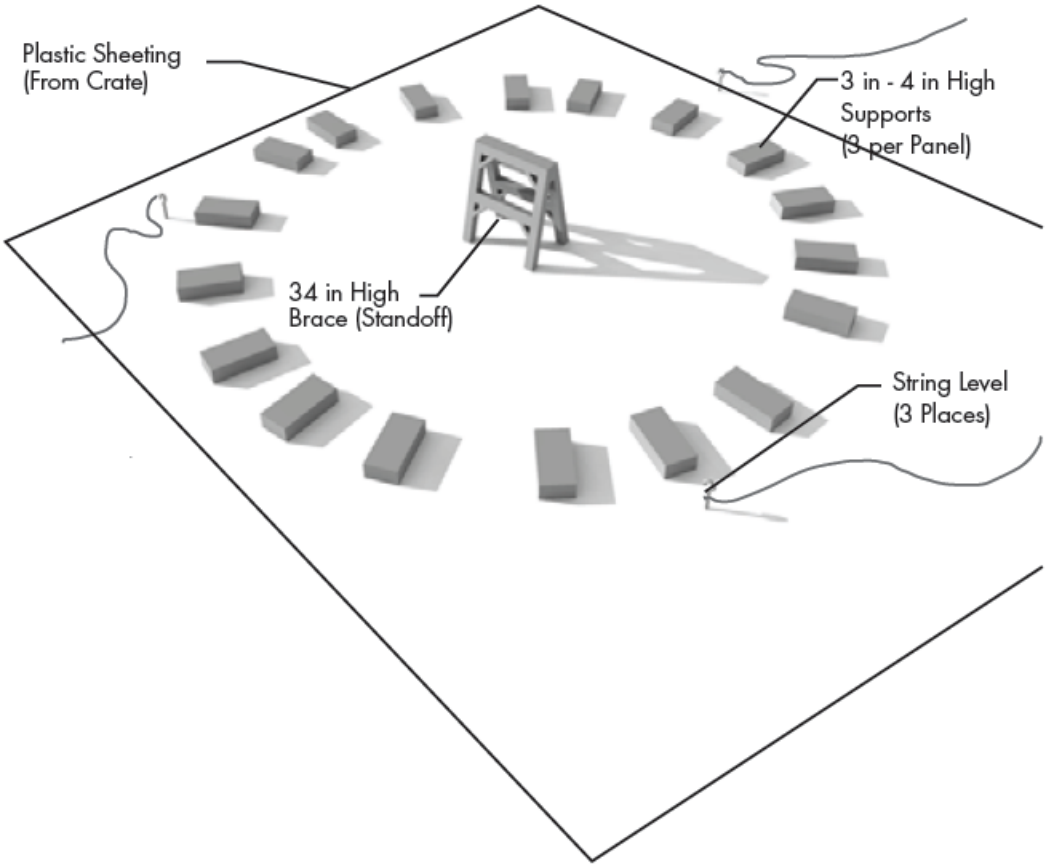

Figure 42 - Arrange Temporary Supports
Step 2 — Place plastic sheeting from packing crate as shown in figure 42. Cut and build center standoff from the cutting marks on the Kratos crate or use custom 34 inch brace (standoff) top support center of reflector. Cut from the marks on the Kratos crate outer ring wood supports or use custom 3 inch supports for the outer rim of the reflector (3 supports per panel piece). It is desirable that supports will be leveled to allow faster and easier reflector assembly.